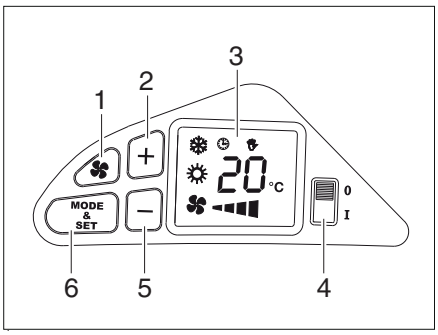

Fig. 117 Operating panel
- Switch on the air conditioning unit with the switch (Fig. 117,4). When it is switched on, the system always waits 2 minutes before it switches on the compressor and changes to automatic operating mode.
- Select the desired operating mode using the button (Fig. 117,6).
The symbols in the display (Fig. 117,3) show the selected operating mode:
- The ventilation speed is set in manual mode by simultaneously pressing the button (Fig. 117,1) and one of the buttons (Fig. 117,2) or (Fig. 117,5).
- The temperature is set by pressing the buttons (Fig. 117,2) or (Fig. 117,5)
- Switch off the air conditioning unit with the switch (Fig. 117,4).